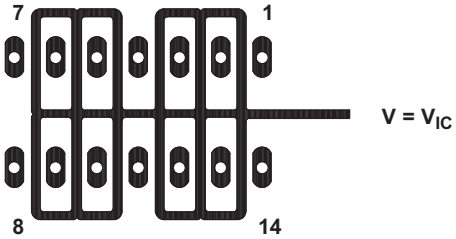
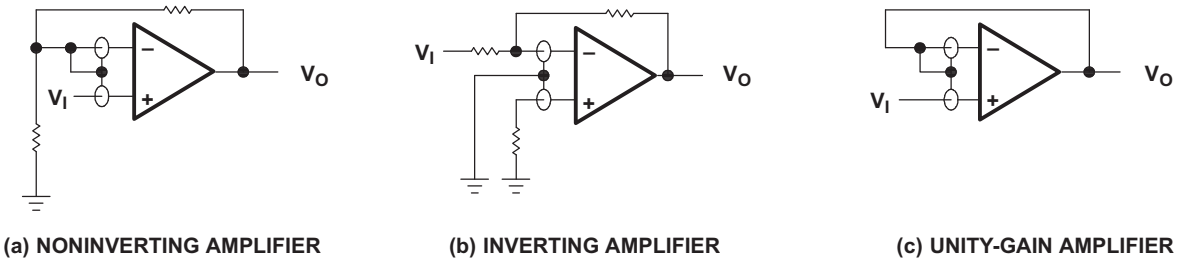

図 7-4. デバイス入力周辺の絶縁金属 (J および N パッケージ)
図 8-3. ガードリング方式
1. デバイスを他の潜在的なリーク源から絶縁します。デバイス入力の周囲と間に、接地されたシールドを使用します (図 7-4 を参照)。そうしなければ入力に流れ込む可能性のあるリーケージがシャントされます。
TLC27M4 および TLC27M9 は、入力インピーダンスが極めて高く、その結果バイアス電流の要件が低いため、低レベル信号の処理に適しています。しかし、プリント基板やソケット上のリーク電流は、バイアス電流の要件を容易に上回り、デバイスの性能低下を招く可能性があります。入力の周囲にガード リングを配置してください (「パラメータ測定情報」セクション内の 図 7-4 と同様に)。これらのガードは、同相モード入力と同じ電圧レベルの低インピーダンス ソースから駆動する必要があります (図 8-3 を参照)。